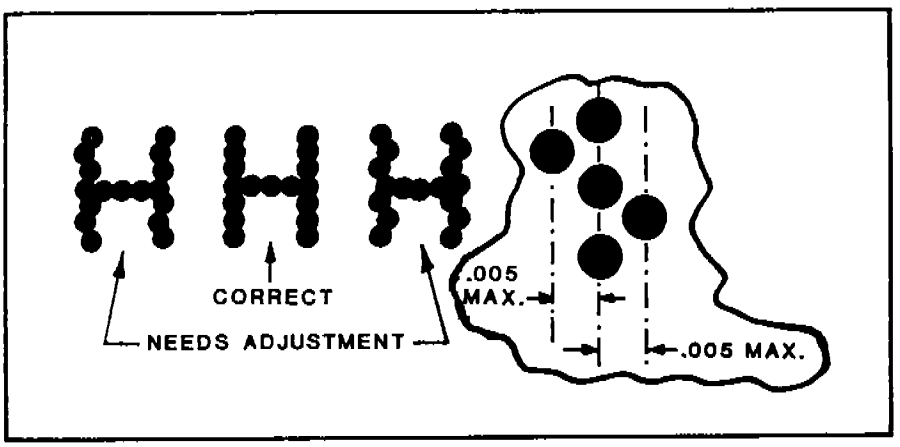

FIGURE 3-19.
3. Press the ON LINE switch and observe the relative horizontal position of dots in alternate rows. Rotate the MPU arm until the dots in succeeding rows are aligned within .005 inch (Figure 3-19).